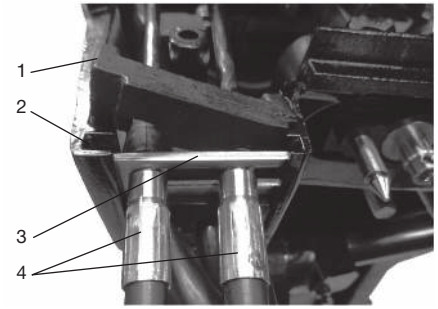

Рис. 14 Крепление оболочек тросов на моторе
8. Закрепите оболочки тросов управления на моторе. Поднимите верхнюю половину резинового уплотнения 1 вверх (Рис. 14). Установите оболочки 4 тросов пазами в стопорную пластину 3. Вставьте пластину 3 вместе с оболочками 4 тросов в корпус мотора так, чтобы оболочки тросов легли в выемки в средней части резинового уплотнения, а стопорная пластина вошла в паз 2, как показано на Рис. 14.